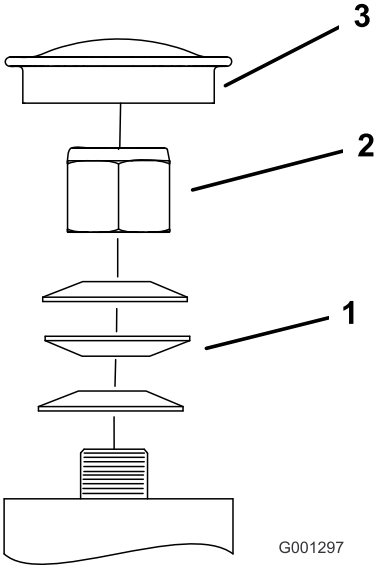

Figuur 59
3. Verwijder de stofkap van het zwenkwiel en draai de borgmoer aan (Figuur 59).
4. Draai de borgmoer aan totdat de veerringen vlak liggen, en draai deze vervolgens een 1/4 slag terug om de voorspanning op de lagers correct af te stellen (Figuur 59).
Belangrijk: De veerringen moeten op de juiste wijze worden gemonteerd zoals wordt getoond in Figuur 59.
5. Plaats de stofkap (Figuur 59).